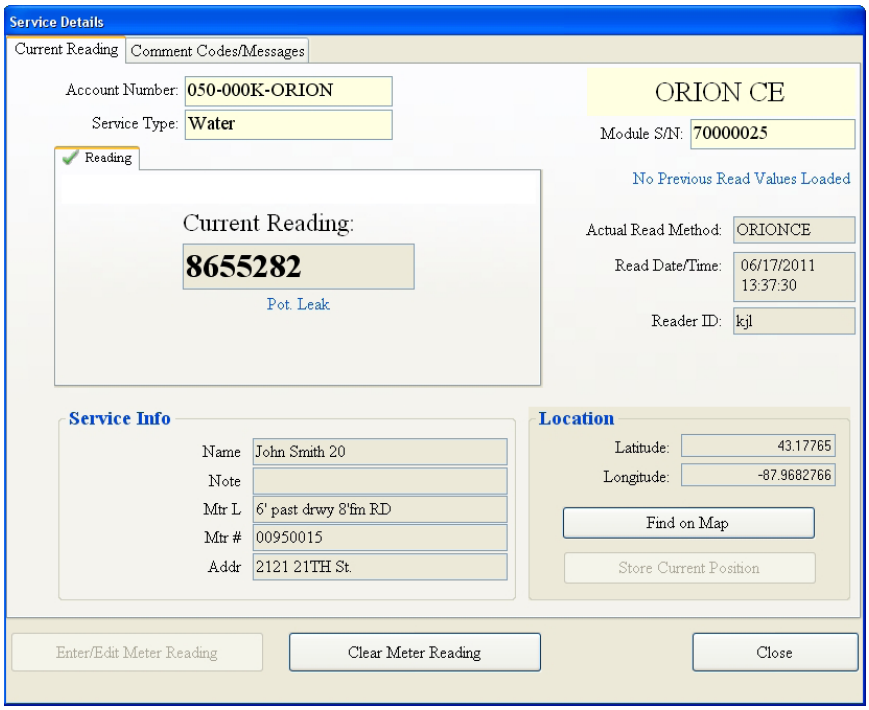

Figure 27: ORION endpoint reporting leak
- **Potential Leak** If the ORION endpoint detects a potential water leak, "Pot. Leak" displays below the reading. See *Figure 27* on the next page.
The screen in *Figure 27* shows an example of a meter reporting a potential leak. If the meter were to report a tamper, the words "Pot. Leak" (below the **Current Reading** field) would be replaced with the word "TAMPER." The **Current Reading** field would also show TAMPER with no reading but could be manually overwritten using the **Enter/Edit Meter Reading** button which is grayed out in *Figure 27*.